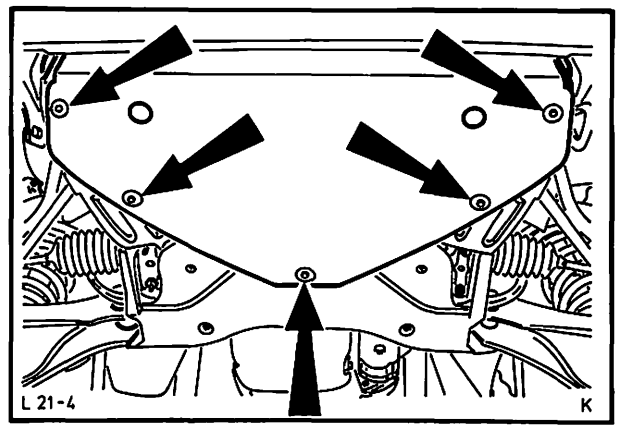

Abb. 92 Spritzschild – Motorraum
1. Massekabel – Batterie abklemmen und Spritzschild – Motorraum abbauen (5 Schrauben), Abb. 92.